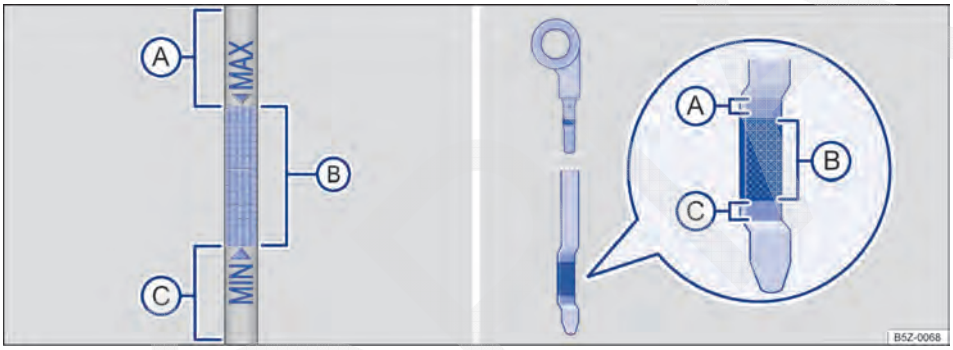

Fig. 124 Vareta de medição do óleo com marcas de nível do óleo do motor.
7. Retirar novamente a vareta de medição do óleo e ler o nível do óleo do motor na vareta de medição → Fig. 124 da seguinte maneira:
13. No final do processo de abastecimento do óleo, o nível do óleo do motor deve estar, ao menos, no meio da área → Fig. 124 Ⓑ, mas jamais acima da área Ⓐ → ⓘ.
- Não ligar o motor se o nível do óleo do motor estiver acima da área → Fig. 124 Ⓐ. Procurar auxílio técnico especializado. Caso contrário, o catalisador e o motor podem ser danificados!
O nível do óleo do motor não deve em nenhuma hipótese ultrapassar a área → Fig. 124 Ⓐ. Com o nível acima dessa área, o óleo pode ser aspirado pela ventilação do cárter, sendo lançado na atmosfera pelo sistema de escape. Além disso, o óleo pode ser queimado dentro do catalisador, danificando-o.
Em caso de alta demanda do motor, o nível do óleo do motor deve estar o mais próximo possível da área → Fig. 124 Ⓐ – sem ultrapassar, como, por exemplo, em longas conduções em estrada durante o verão ou durante travessias de montanhas. ◁